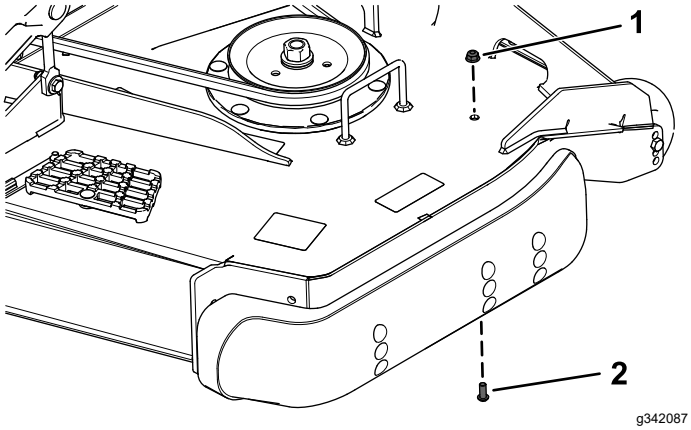

Figuur 6
1. Verwijder de bolkopschroef (5/16" x ¾") en flensmoer (5/16") van de linkerkant van het maaidek (Figuur 6).